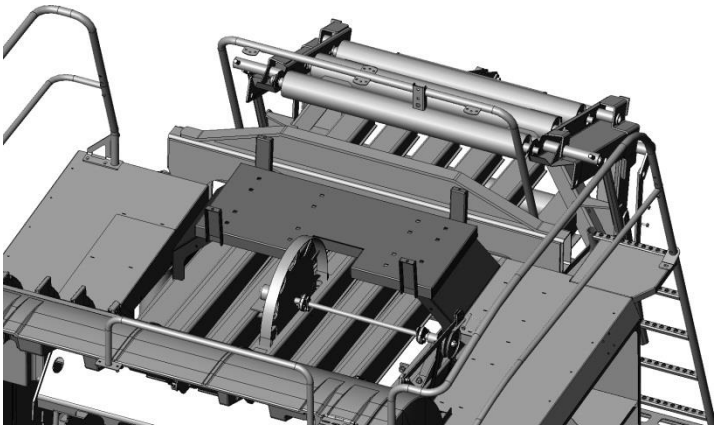

Figure 3
3. Install the tank saddle (001-6707N) on top of the saddle legs. Figure 3
4. Secure the tank saddle to the saddle legs using eight (four per side) 1/2" x 1-3/4” carriage bolts, flat washers, lock washers, and hex nuts. Use the outside set of holes for four foot wide balers and the inside set of holes for three foot wide balers. Figure 3